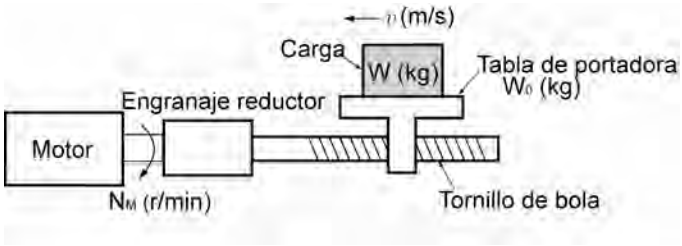

Figura 7.7 Movimiento horizontal de una carga
Se asume un modelo de configuración mecánica simplificada como el que se muestra en la Figura 7.7. Si la masa de la mesa portadora es W_0 (kg), la carga es W kg, y el coeficiente de fricción del tornillo de bola es μ, entonces la fuerza de fricción F (N) se expresa como sigue, que es igual a una fuerza necesaria para desplazar la carga:
Se asuma una mesa portadora impulsada por un motor según se muestra en la Figura 7.7. Si la velocidad de la mesa es υ (m/s) cuando la velocidad del motor es N_M (r/min), entonces la distancia equivalente desde el eje de rotación será igual a $60 \cdot \upsilon / (2\pi \cdot N_M)$ m. El momento de inercia de la mesa y la carga hasta el eje de rotación se calcula del modo siguiente: